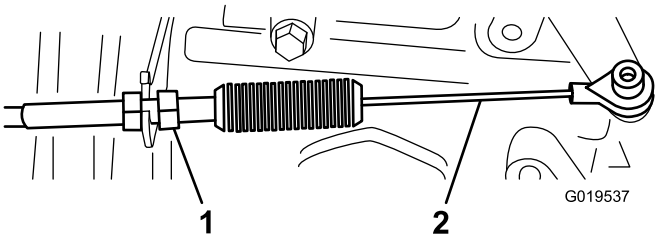
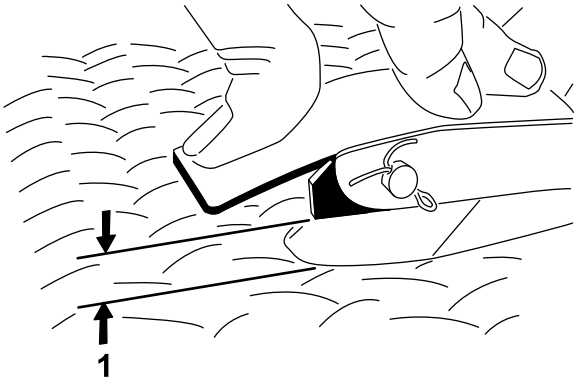

Figur 67
Figur 68
2. Juster kugleleddet på gaspedalkablet (Figur 67), så der er en afstand på 2,54 – 6,35 mm mellem gaspedalen og toppen af gulvpladens diamantmønster (Figur 68), når der påføres en kraft på 11,3 kg midt på pedalen. Tilspænd låsemøtrikken.